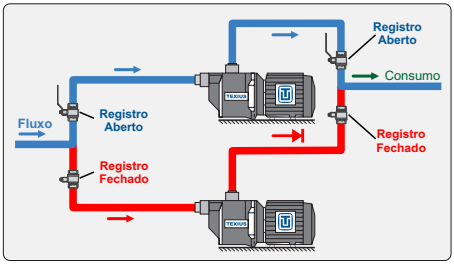

Figura 2
7.19 Recomenda-se a instalação de duas bombas em paralelo, uma em operação e a outra reserva nas instalações onde o fornecimento de água não possa ser interrompido (ver figura 2).